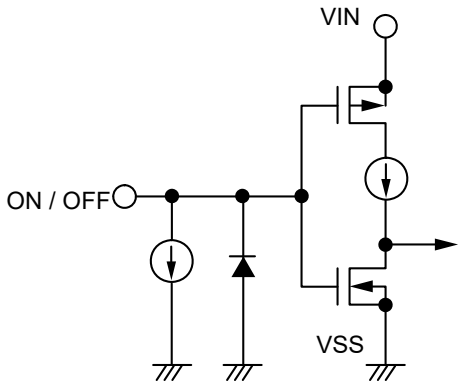
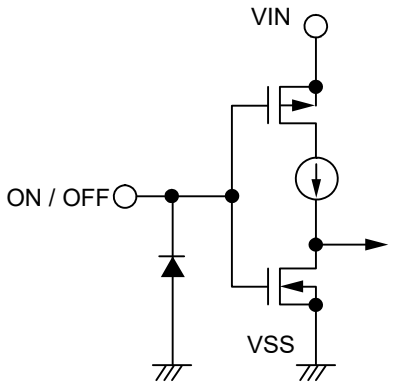

Figure 17 S-1324 Series A / C type
Figure 18 S-1324 Series B / D type
The internal equivalent circuit related to the ON / OFF pin is configured as shown in **Figure 17** and **Figure 18**. Note that the current consumption increases when a voltage of V_{SL} max.[*1] to V_{IN} – 0.3 V is applied to the ON / OFF pin.
***3.** Note that the IC's current consumption increases as much as current flows into the constant current of 0.1 μA typ. when the ON / OFF pin is connected to the VIN pin and the S-1324 Series A / C type is operating (refer to **Figure 17**).